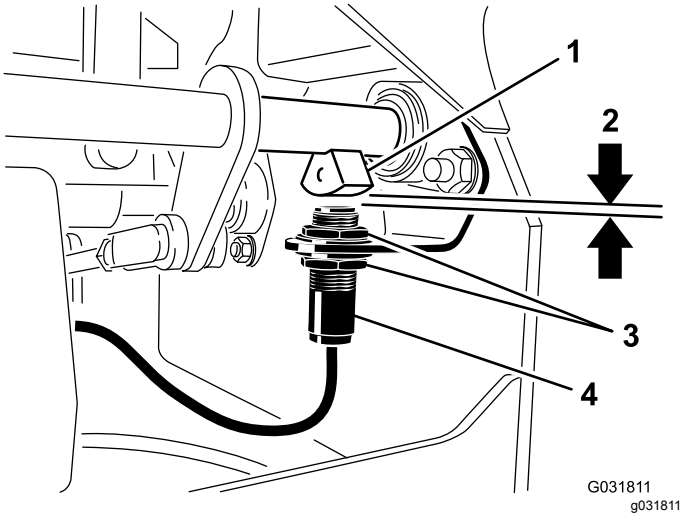

図 45
4. ブレーキシャフトセンサーとインタロックスイッチのプランジャとの距離が 4 mm になるように、スイッチの位置を上下させて 図 45のように調整する。